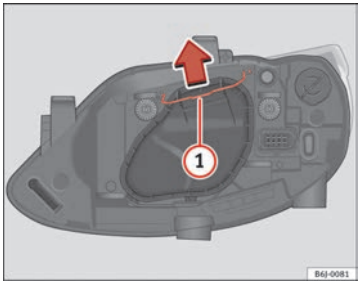

Fig. 148 Luz de cruce/carretera faro simple
– Desplace el tirante ⇒ fig. 148 (1) en el sentido de la flecha y saque la tapa.